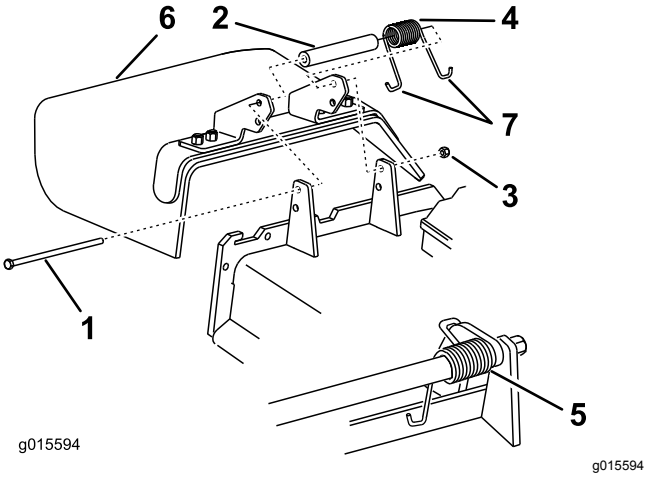

Figur 122
1. Fjern låsemøtrikken, bolten, fjederen og afstandsbøsningen, som fastholder græsdeflektoren til akselbeslagene (Figur 122).
2. Fjern den beskadigede eller slidte græsdeflektor (Figur 122).
Bemærk: Sørg for, at fjederens ene J-formede ende sidder bag skjoldets kant, før bolten monteres som vist i Figur 122.
6. Placer fjederens J-formede ende omkring græsdeflektoren (Figur 122).